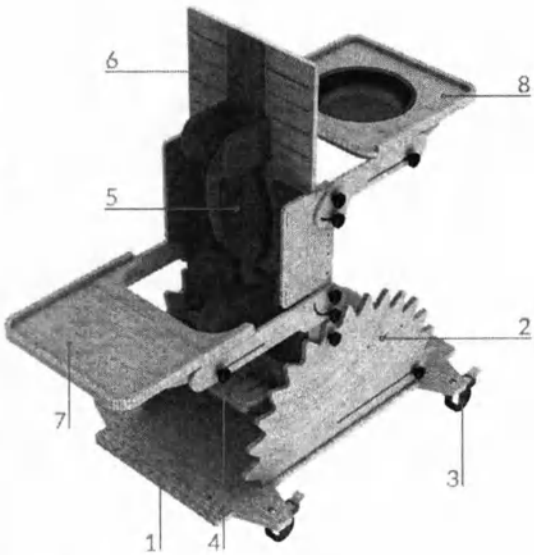

Рис. 2 – Общий вид опоры
Опора (рис. 2) состоит из основания (1) с двумя боковинами (2) к которым крепится ложе. На основании установлено четыре колёса (3) с тормозами.